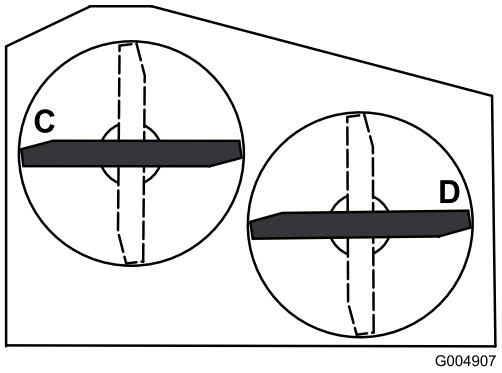

Figur 58
2. Ställ in knivarnas lutning i sidled. Mät vid **C** och **D** från en plan yta till knivspetsarnas egg (Figur 58).